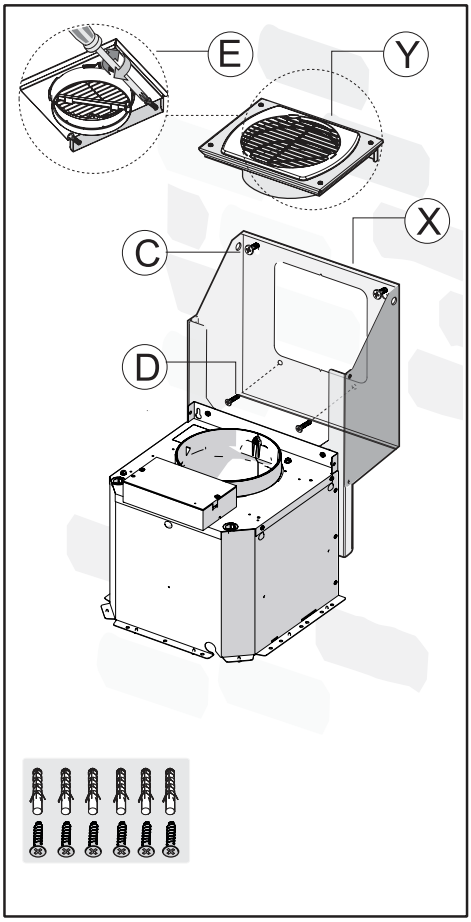

Fig.6
- Position the fixing template on the wall (taking the minimum distance from the hob into account) **Fig. 6**.
- Fix the 2 screws C and the screw anchors **(Fig. 6)**, without tightening them completely.
- After the necessary adjustments have been made, fix the motor assembly X in place using the 2 screws D **(Fig. 6)**.
- Fix the air outlet bracket Y to the wall using the 2 screws E **(Fig. 6)**.
- Position the motor assembly X against the wall, make sure it is in a horizontal position and tighten the screws C **(Fig. 6)**.